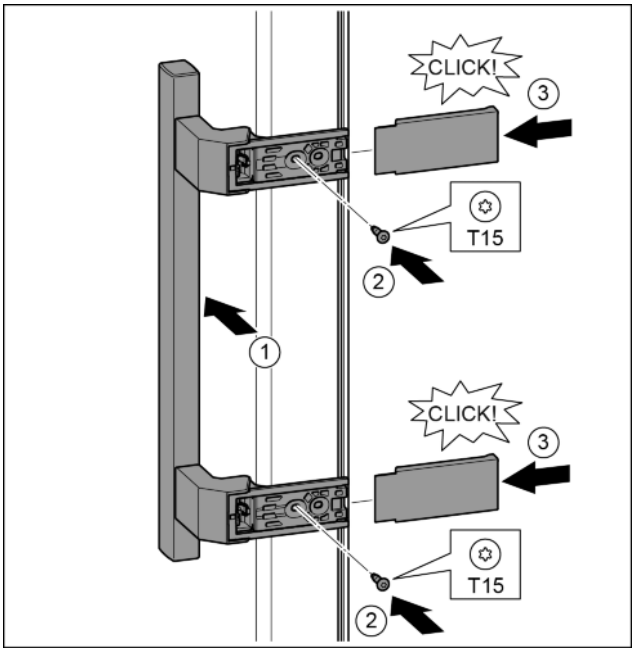

Fig. 18
- ▶ Position the handle on the other side. *Fig. 18 (1)*
- ▶ Tighten the screws with the T15 screwdriver. *Fig. 18 (2)*
- ▶ Position the covers on the side and push in. *Fig. 18 (3)*